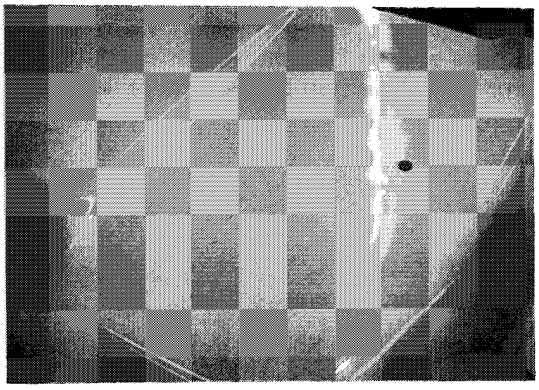

Figure 5-1
1. Using clean rags, clean a considerable distance in every direction around the damaged area to determine the extent of the damage. **(Figure 5-1)**.